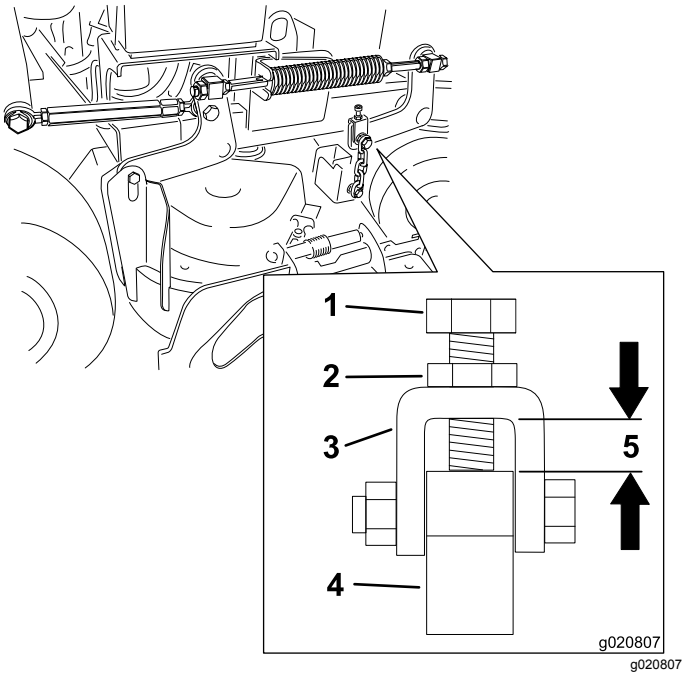

Rysunek 82
Informacja: Odległość musi wynosić 11 mm, jak pokazano na Rysunek 82.
6. Jeśli konieczna jest regulacja, poluzuj górną śrubę łańcucha (Rysunek 82).
7. Poluzuj przeciwnakrętkę i wyreguluj śrubę regulacyjną ustawiając właściwą odległość podaną na Rysunek 82.